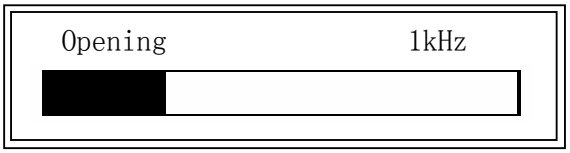

Figure 4-21. Open Correction Information
3) Press OpSWP. TH2817A will measure the open admittance (capacitance, and inductance) at all frequency points. Figure 4-21 shows the open correction information.